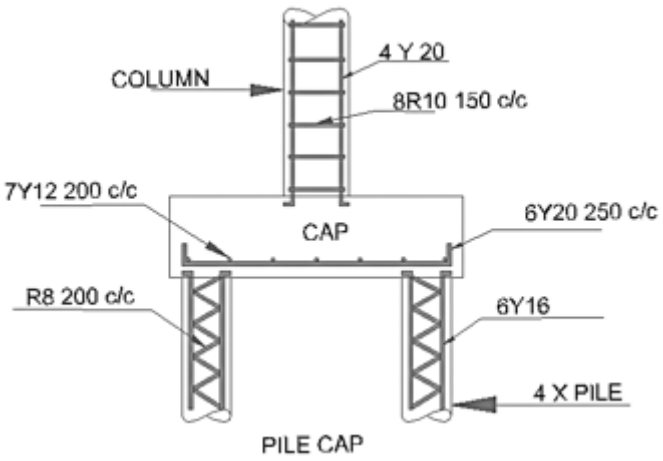

FIGURE 1
3.4 FIGURE 1 below shows a cross section through a concrete structure which includes:
A pile cap, rectangular column and FOUR piles. Study FIGURE 1 and complete the steel bending schedule on ADDENDUM B (attached) according to the specifications given below. (14)